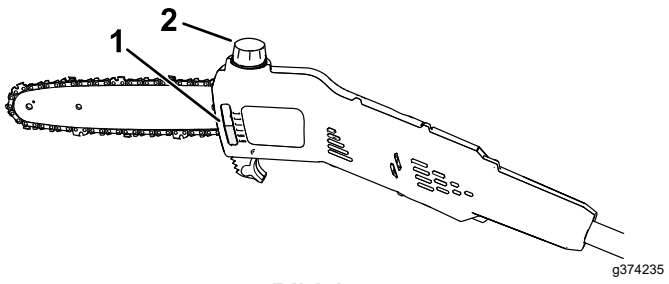

**Bild 15**
2. Prüfen Sie den Ölstand im Schauglas. Wenn das Öl im Ölschauglas nicht sichtbar ist, füllen Sie je nach Bedarf Kettenöl nach (Bild 15).
4. Reinigen Sie den Bereich um den Öldeckel (Bild 15).
5. Nehmen Sie den Deckel ab und gießen Sie Kettenöl in den Hochentaster, bis der Öltank voll ist (Bild 15).